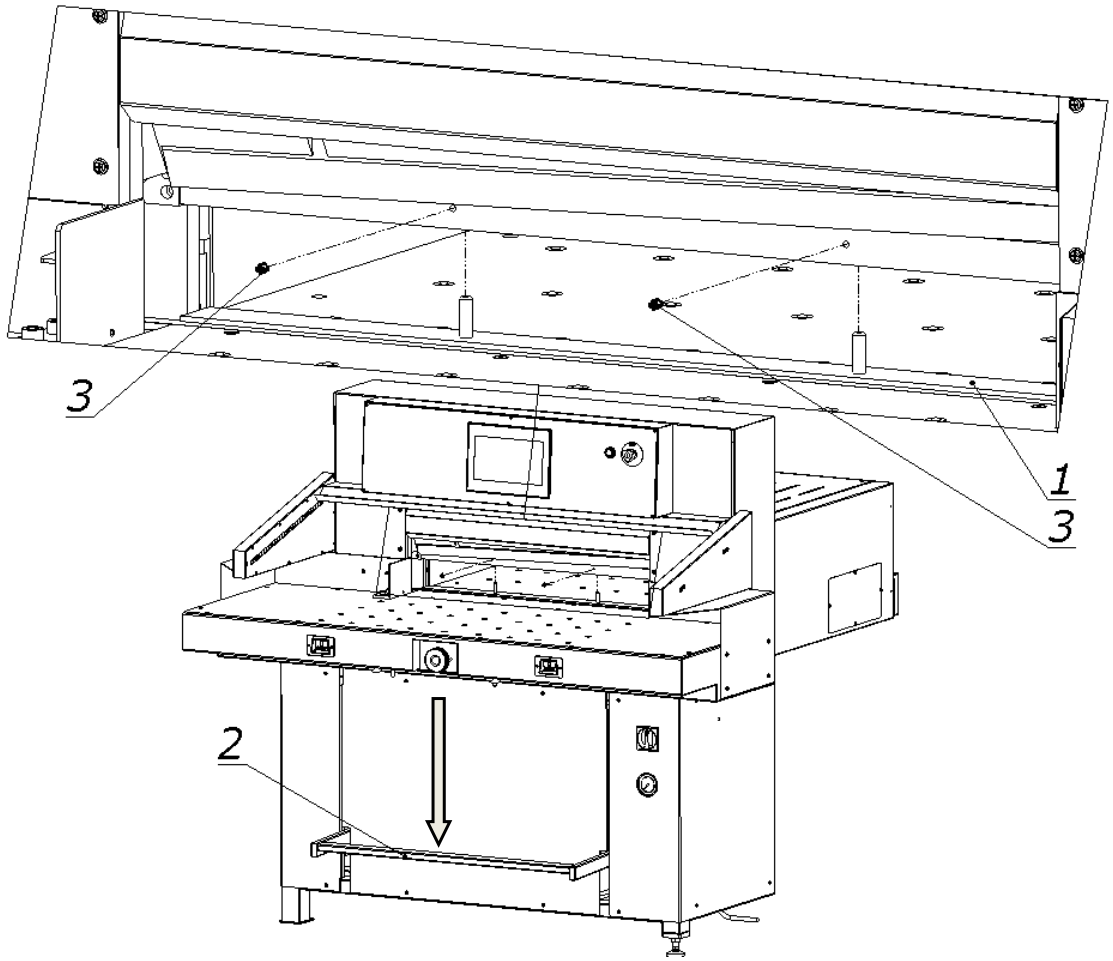

Figure 42. Operating elements used when installing the false clamp in the paper clamp.
1. Place false clamp 1 (Fig. 42) under the main paper clamp so that the insert pins are positioned under the holes in the paper clamp.
2. Press foot pedal 2 (Fig. 42) to lower the paper clamp so that the pins of the false clamp fit into the holes in the bar and the false clamp adheres with its entire surface to the lower surface of the bar.
3. Using a 3 mm hex key, tighten screws 3 (Fig. 42) firmly into the threaded holes in the paper clamp, locking the false clamp in the paper clamp.
4. Release the pressure on the foot pedal 2 (Fig. 42) – the bar with the false clamp attached will return to its upper position.